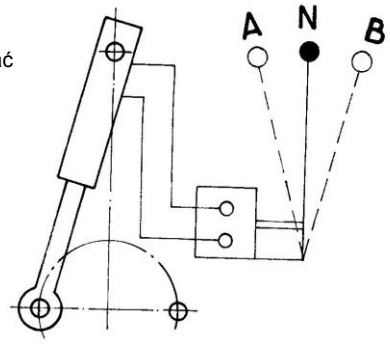

Rysunek: 17
- dźwignię sterowania ustaw w pozycji **B**(*Rys. 17)* - rama pługa obraca się o 180º,
- po wykonanym obrocie dźwignię sterowania ustaw w położenie **N**(*Rys. 17*)**.**